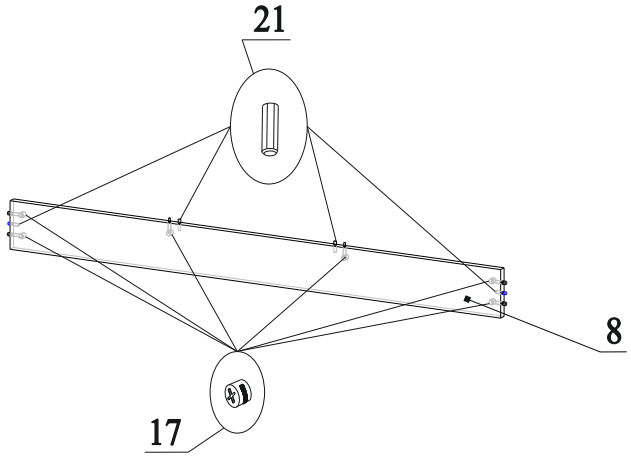

Рис.7
16. В торцы деталей 8 вставить шканты 21 (рис.7);
17. В отверстия на деталях 8 вставить эксцентрики 17 стрелками к торцевым отверстиям (рис.7);